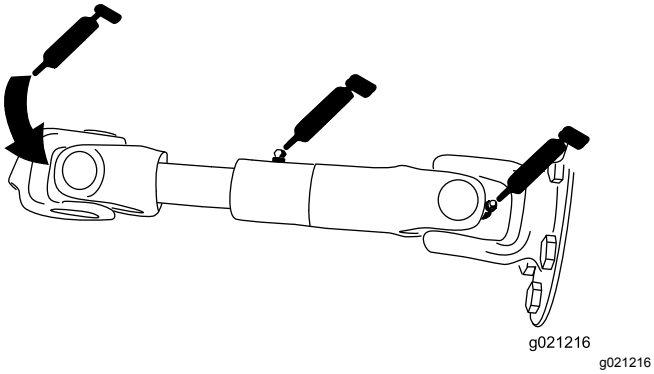

**Figur 76**
- Pumpens drivaksel (3) (Figur 76)